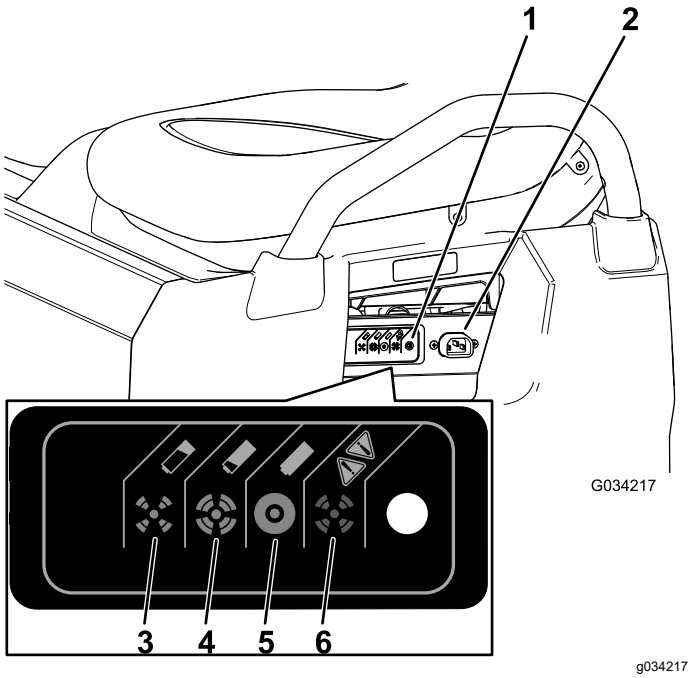

**Figur 38**
3. Tilslut en **16 måler (eller større diameter), 2,5 m eller kortere opladerledning** til opladningsfatningen på maskinen (Figur 38).
Se følgende tabel og Figur 38 for oplysninger om, hvad de forskellige farver på opladerens statuslampe betyder.